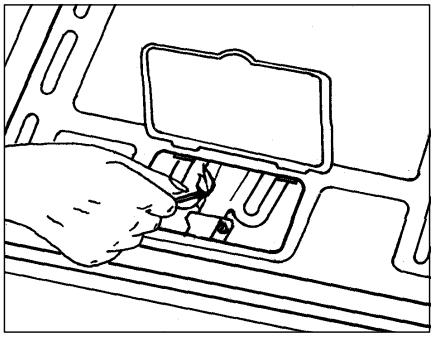

fig. 2
2. Approchez une flamme du brûleur du four (fig. 2).